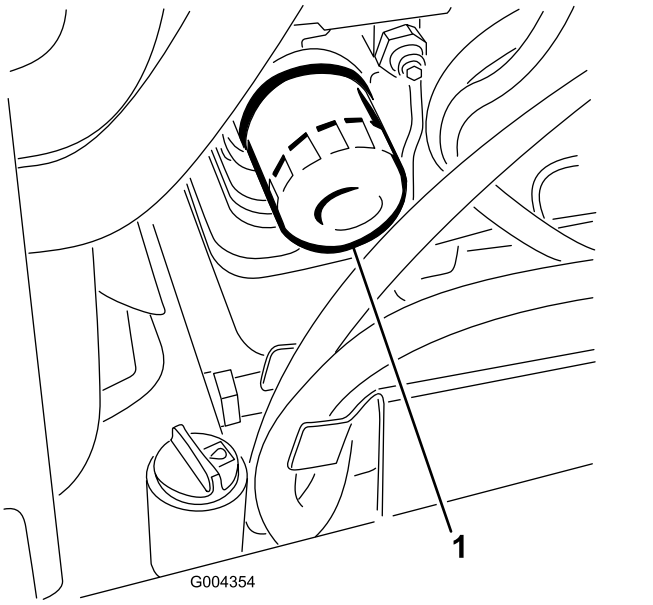

Rysunek 34
4. Wyjmij stary filtr (Rysunek 34) i wytrzyj powierzchnię uszczelki adaptera filtra.